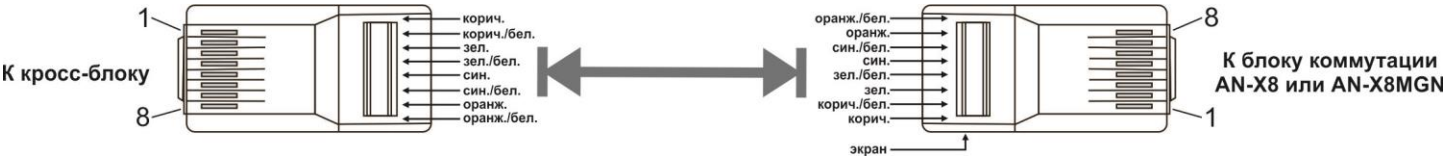

Рис. 2.2
8.2.2. Распиновка кабеля для подключения блока коммутации AN-X8 (AN-X8MGN) к кросс-блоку пульта показана на Рис. 2.2.